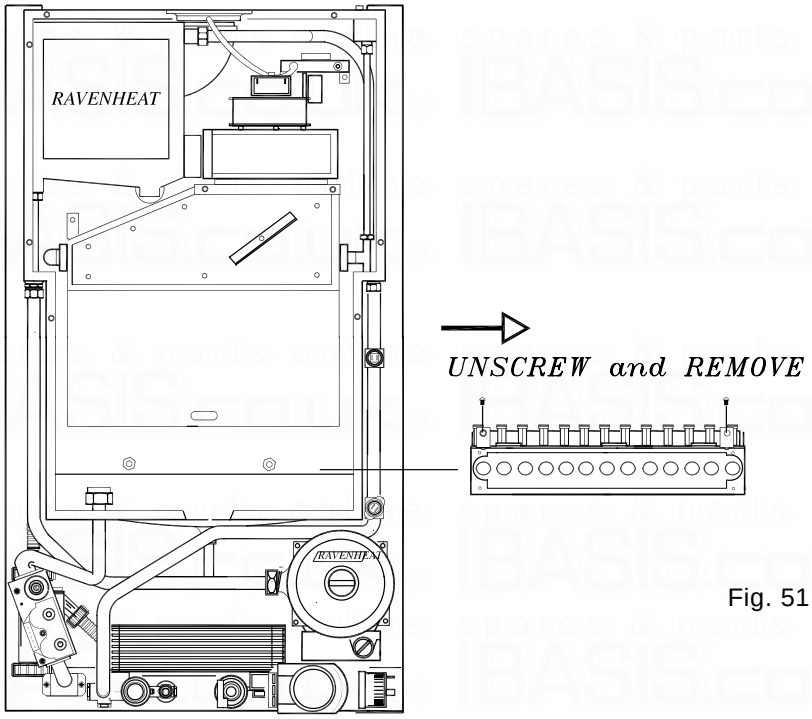

Fig. 51
7.9.5 Remove main burner (fig. 51).